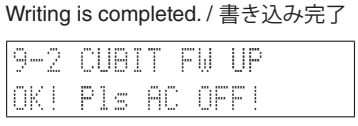

Fig. 4
4. When writing of the firmware is completed, "9-2 CUBIT FW UP OK! Pls AC OFF!" is displayed. (Fig. 4)
4. ファームウェアの書き込み完了後、"9-2 CUBIT FW UP OK! Pls AC OFF!" が表示されます。（Fig. 4）